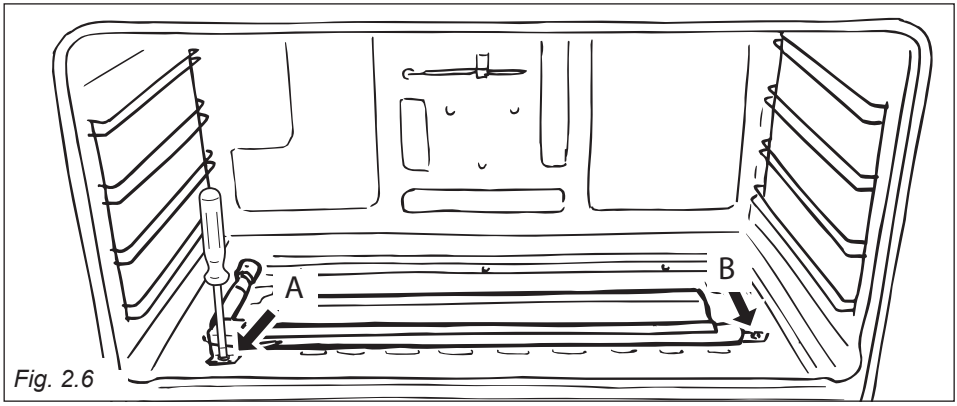

Fig. 2.6
- Unscrew and remove the burner securing screw “**A**” (fig. 2.6).
- Slacken screw “**B**” (fig. 2.6).